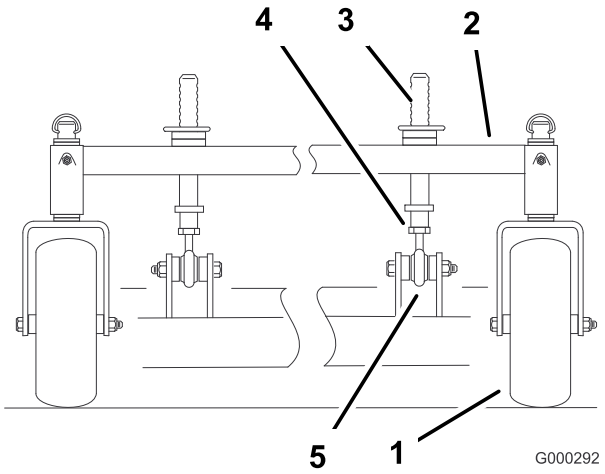

**Figure 75**
1. Vous pouvez régler les montants de hauteur de coupe avant pour modifier l'inclinaison avant/arrière (Figure 75).
2. Pour élever l'avant du tablier de coupe, desserrez le contre-écrou et tournez la goupille avant dans le sens horaire (Figure 75).
3. Pour abaisser l'avant du tablier de coupe, desserrez le contre-écrou et tournez la goupille avant dans le sens antihoraire (Figure 75)
6. Resserrez les écrous de blocage (Figure 75).